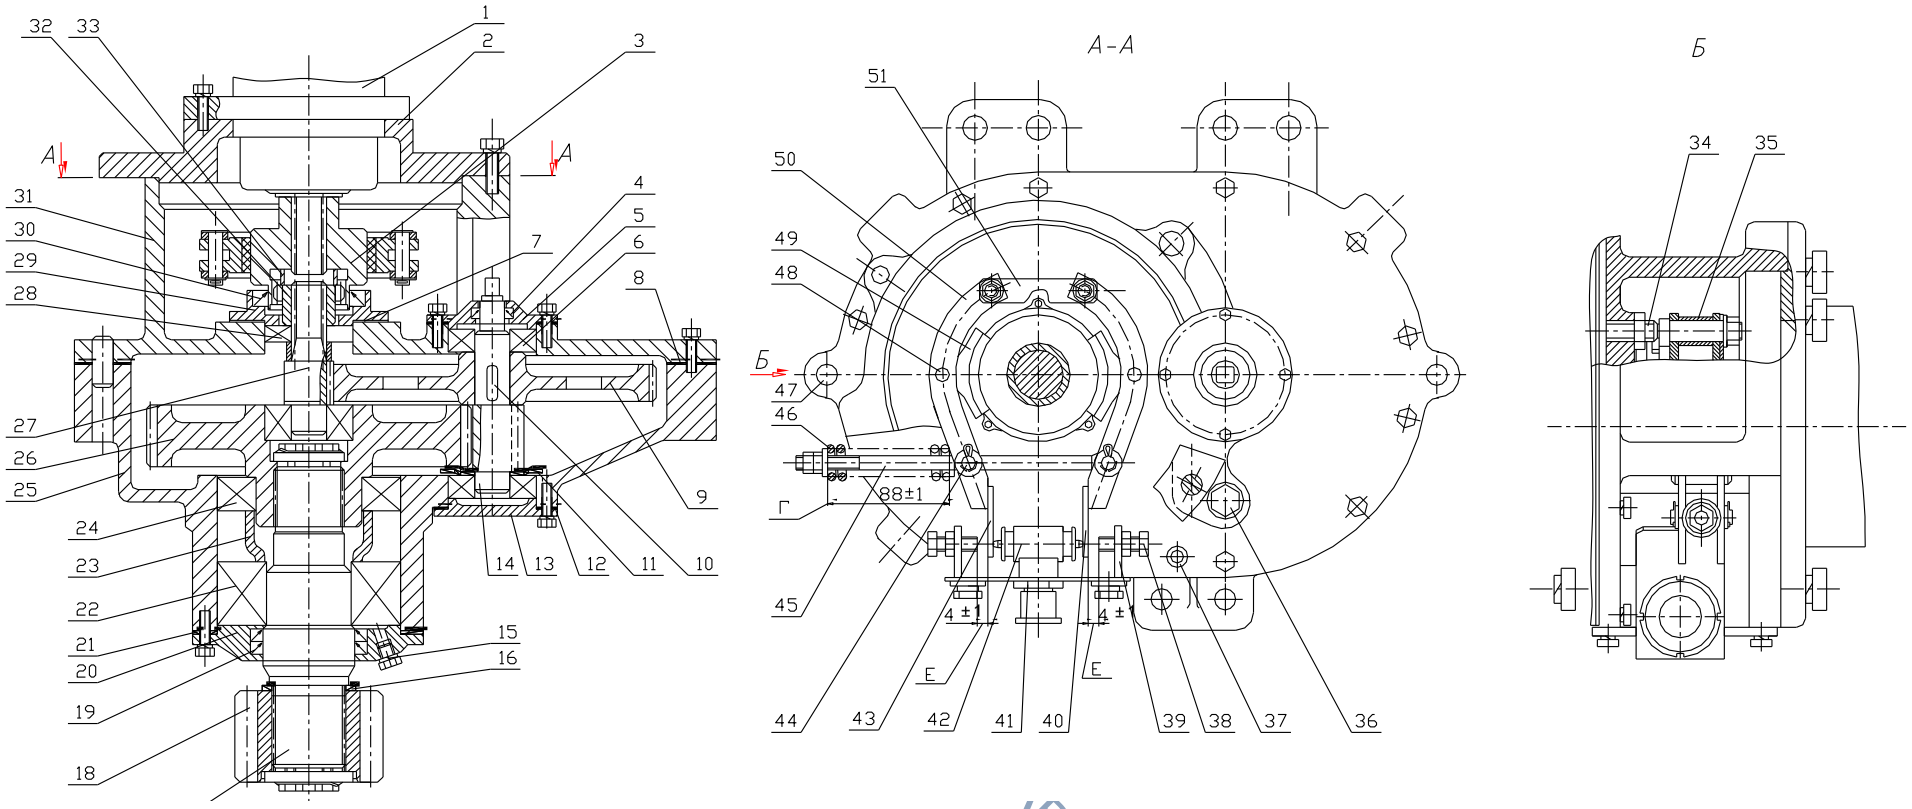

Рис. 13.1 Механизм поворота
2.Отметить положение гидромотора относительно фланца 2(рис.13.1) механизма поворота.
2.Напрессовать подшипник 24(рис.13.1) на колесо зубчатое 26.
1.Валы-шестерни 14,27(рис.13.1) заменить: